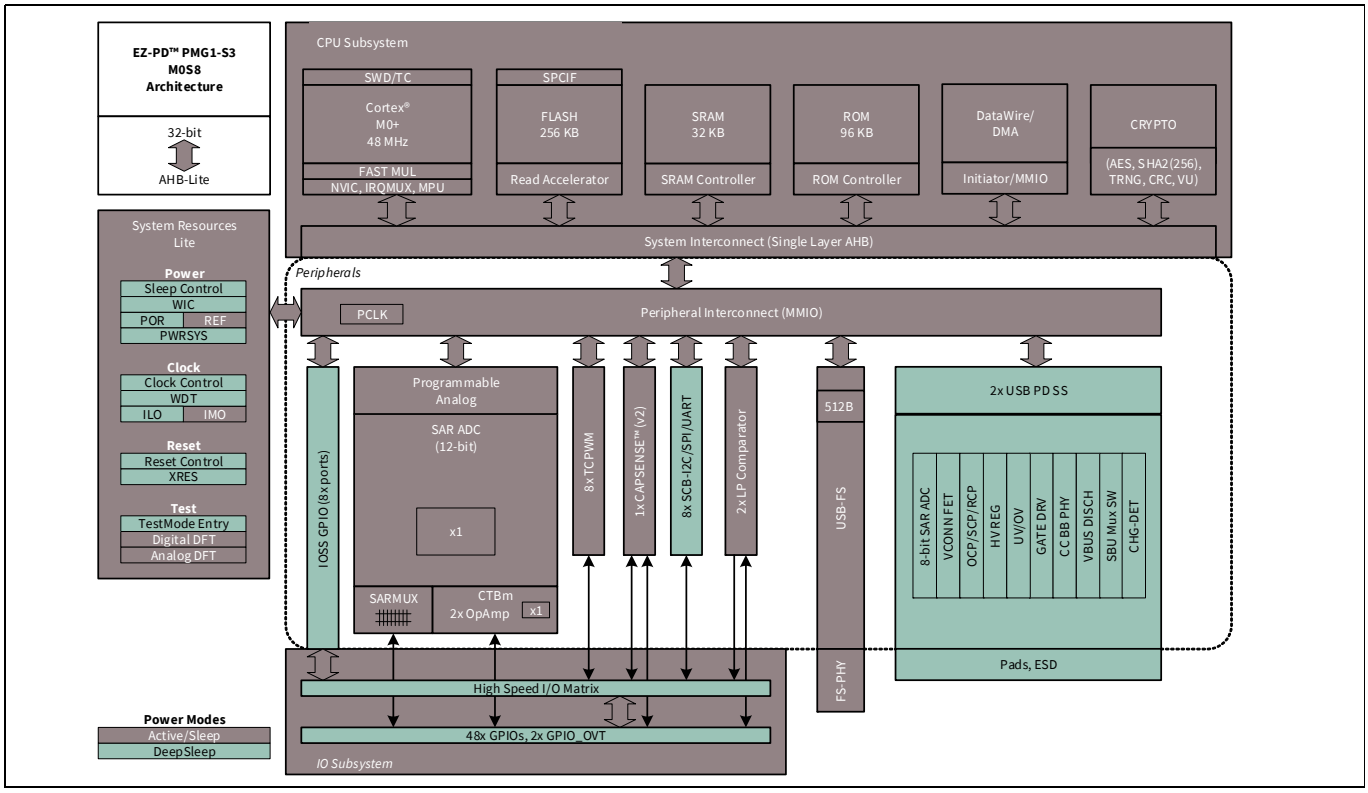

**Figure 1-2. EZ-PD™ PMG1-S3 MCU block diagram**
| *A | 2022-03-04 | Removed confidential statusUpdated USB PD in **Figure 1-2**Updated USB PD in **"EZ-PD™ PMG1-S3 MCU USB Power Delivery block diagram"** on page 178Updated **"USB Power Delivery (USB PD)"** on page 179Updated pins in **Figure 23-1**, **Table 23-4**, and **Table 23-5** |
**Figure 1-2** shows the major components of the EZ-PD™ PMG1-S3 MCU architecture.